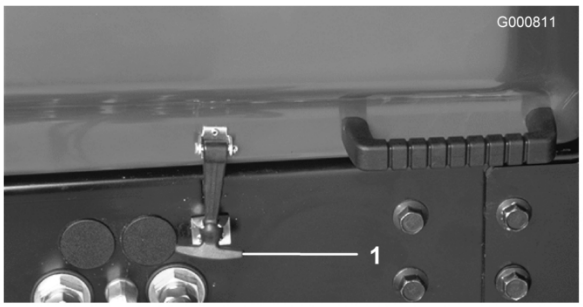

Figura 16
1. Parcheggiate la macchina su terreno pianeggiante. Rilasciate il fermo e aprite il cofano (Figura 16).